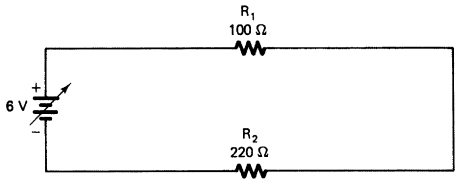

FIGURE 3-5C Two-resistor circuit.
13. Open the switch, disconnect the multimeter, and alter the circuit to the one in Fig. 3-5C.